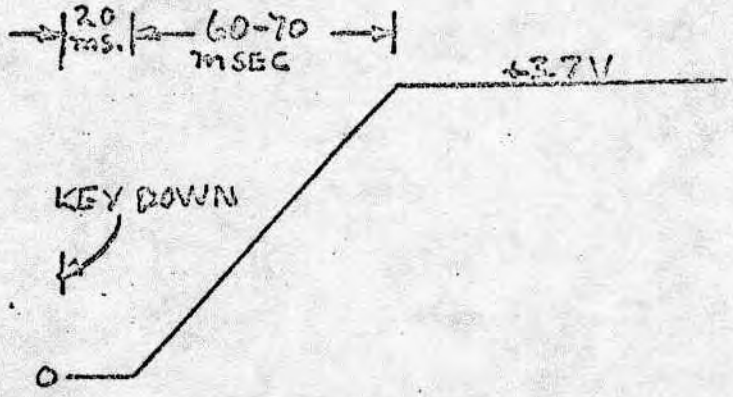

FIG. 10. JUNCTION OF R165 and R166 WITH "MUTE" AND "ONE OCTAVE" TABS DEPRESSED, FREQUENCY OF 262 Hz.
14. Observe the voltage at the junction of R166 and R165. With the "mute" tab still down, depress the second C from the bottom, adjust R174 so that the attack time matches that shown in Fig. 10. This sets the amplitude contour attack.